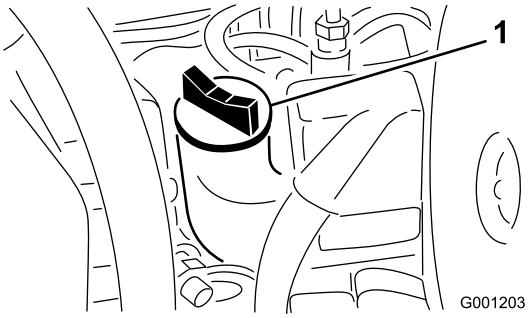

Figur 51
4. Hvis oljenivået er under Full-merket, tar du av oljelokket (Figur 51) og fyller olje til nivået når opp til Full-merket på peilestaven. **Ikke fyll på for mye.**.